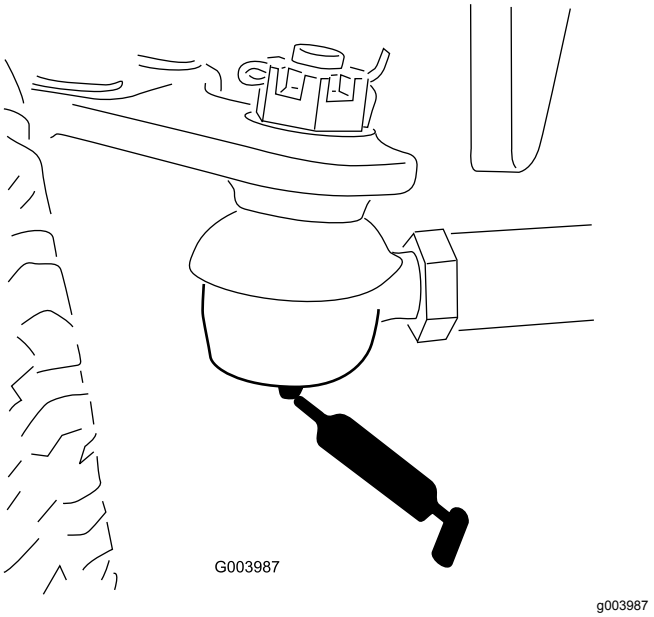

Figur 42
- Bakakselens parallellstag (2) (Figur 42)